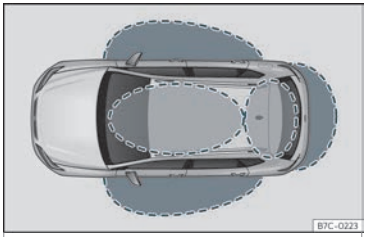
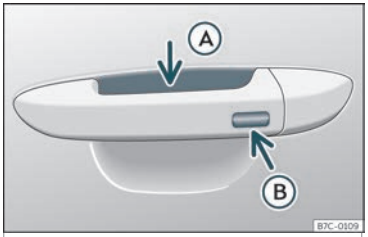

Fig. 72 Keyless Access:zonas de proximidade.
Fig. 73 Sistema de peche e arranque sen chave Keyless Access
Keyless Access é un sistema de peche e arranque sen chave co que pode desbloquear e bloquear o vehículo sen usar activamente a chave do mesmo. Para iso só é necesario que haxa unha chave do vehículo válida na zona de detección correspondente ao intento de acceso ao vehículo ››› **fig. 72** e tocar unha das superficies sensoras das asas das portas ››› **fig. 73** ao accionar o *softtouch*/asa do portón traseiro ››› **páx. 102** ››› ❗.
Se atopa unha clave válida nunha das áreas próximas ››› **fig. 72**, o sistema de peche e arranque sen chave Keyless Access proporciónalle a esa chave dereitos de acceso cando se toca unha das superficies sensoras das asas das portas dianteiras o acciónase o *softtouch*/asa disposta no portón traseiro. A continuación, son posibles as seguintes funcións sen ter que usar activamente a chave do vehículo:
- Agarre o asa dunha das portas dianteiras. Ao facelo tocará a superficie do sensor ››› **fig. 73** Ⓐ (frecha) da asa e desbloqueará o vehículo.
- Prema *unha vez* a superficie sensora de bloqueo ››› **fig. 73** Ⓑ (frecha) da asa dunha das portas dianteiras. A porta cuxa asa estea activada deberá estar pechada.
- Toque *unha vez* a superficie sensora ››› **fig. 73** Ⓑ (frecha) da asa dunha das portas dianteiras. O vehículo bloquéase co sistema de seguridade "Safe" ››› **páx. 97**. A porta cuxa asa estea activada deberá estar pechada.
- Toque *dúas veces* a superficie sensora ››› **fig. 73** Ⓑ (frecha) da asa dunha das portas dianteiras para bloquear o vehículo sen activar o sistema de seguridade "Safelock" ››› **páx. 97**.
Cando o vehículo está bloqueado, o portón traseiro desbloquéase automaticamente ao abrilo se na súa zona próxima ››› **fig. 72** se atopa unha chave do vehículo válida.
- Prema o botón de peche do mando a distancia e toque unha vez, nos 5 segundos seguintes, a superficie sensora de bloqueo da asa da porta do condutor ››› **fig. 73** Ⓑ. Non agarre a asa da porta, pois de ser así, o vehículo non se bloqueará. Tamén se pode realizar a desactivación se o vehículo está bloqueado a través da pechadura da porta do condutor.
Para **pechar coa función de confort** todas as fiestras eléctricas e o teito de vidro, manteña un dedo durante uns segundos sobre a superficie sensora de bloqueo ››› **fig. 73** Ⓑ (frecha) da asa da porta ata que se pechen as fiestras e o teito.
As superficies sensoras das asas das portas poderían activarse ao recibir un chorro de auga ou de vapor a gran presión en caso de que houbera algunha chave do vehículo válida na zona próxima. Se polo menos unha das fiestras con alzavidros eléctrico está aberta e a superficie sensora ››› fig. 73 Ⓑ (frecha) dunha das asas está activada de forma permanente, pecharanse todas as fiestras.
- **OU BEN**: toque *dúas veces* a superficie sensora situada na parte exterior da asa da porta ››› **fig. 73** Ⓑ.